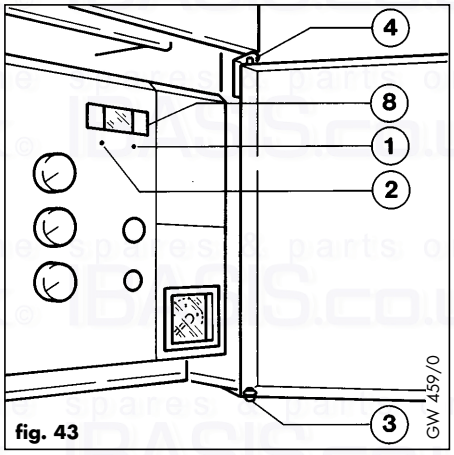

fig. 43
The boiler display (8, fig. 43) normally indicates the primary flow temperature. Whilst this display is showing the boiler has internally self checked and is operating normally. However, if desired, a functional check of the boiler DHW and CH operation may be carried out using the status mode of the built in diagnostics.
- Enter status mode by pushing the right hand diagnostic button once, e.g. with the tip of a ballpoint pen (1, fig. 43). The display should now show `S.0'